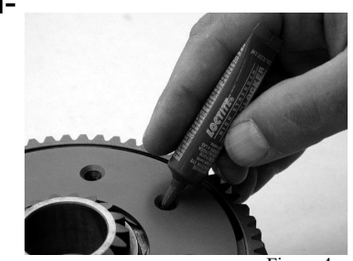

Figure 4
- Apply Red Loctite 272* generously to the cleaned screws and to the threads on the basket (Figure 4 and 5)